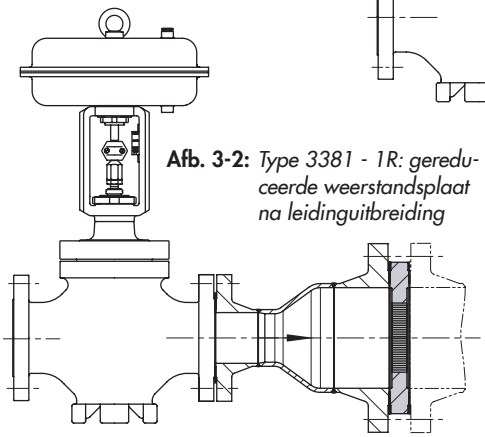

Afb. 3-2: *Type 3381 - 1R: gereduceerde weerstandsplaat na leidinguitbreiding*
– Materiaalbesparende varianten: enkele in diameter en evt. in dikte gereduceerde weerstandsplaat die tussen het ventiel of eventuele leidinguitbreiding en de leidingflens wordt geklemd, zie Afb. 3-2.